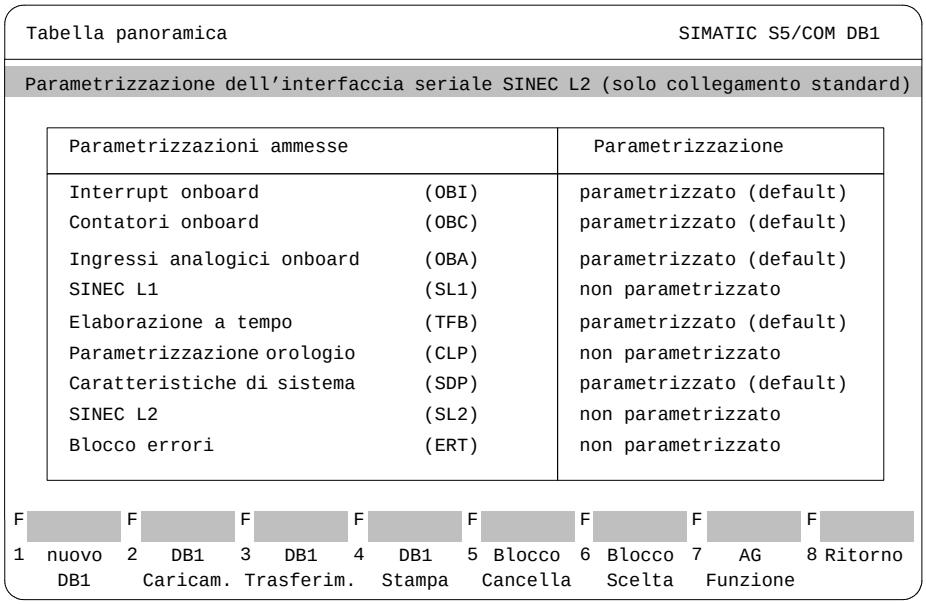

Figura 22-12 Maschera del COM DB1 *Tabella panoramica*; scelta del blocco parametri
2. Introdurre ora il commento, costituito da max. 80 caratteri; per il nostro esempio: *Parametrizzazione dell'interfaccia seriale (solo collegamento standard)* (→ *Figura 22-12*).